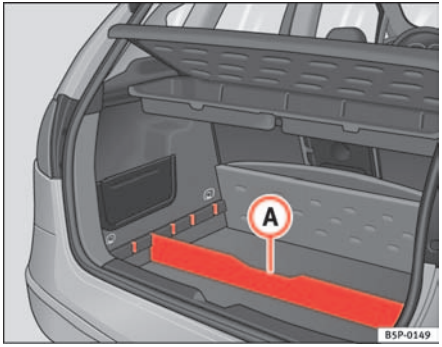

Fig. 104 Luggage compartment divider
– Fit the separator (A) ⇒ page 135, fig. 104, into the side grooves depending on the size of the objects to be transported. The onboard tool kit and the spare wheel are located underneath the luggage compartment.